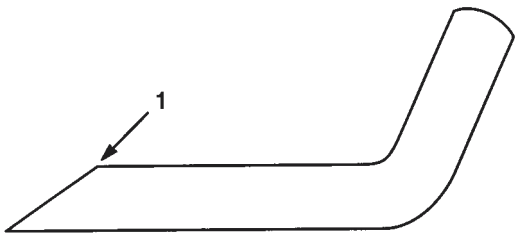

Afbeelding 20
3. Controleer de snijranden van alle messen. Scherp de snijranden als deze bot of beschadigd zijn. Scherp uitsluitend de bovenkant van de snijrand en houd de originele snijhoek aan om een goede scherpte te ktijgen (Afb. 20). Het mes zal in balans blijven als dezelfde hoeveelheid metaal van beide snijranden verwijderd is.